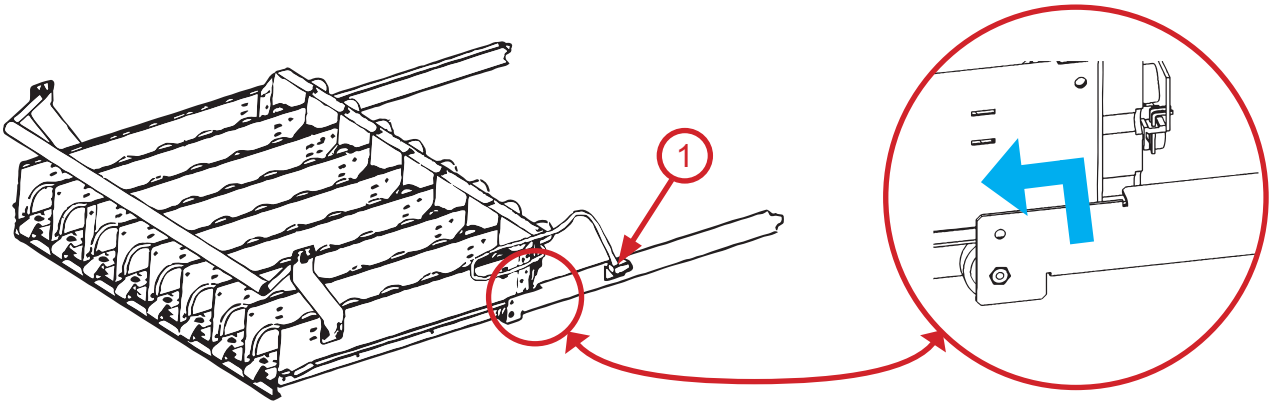

Figure 34
Disconnect the electric motor power connectors (fig. 34, pos. 1) and pull out the shelf.